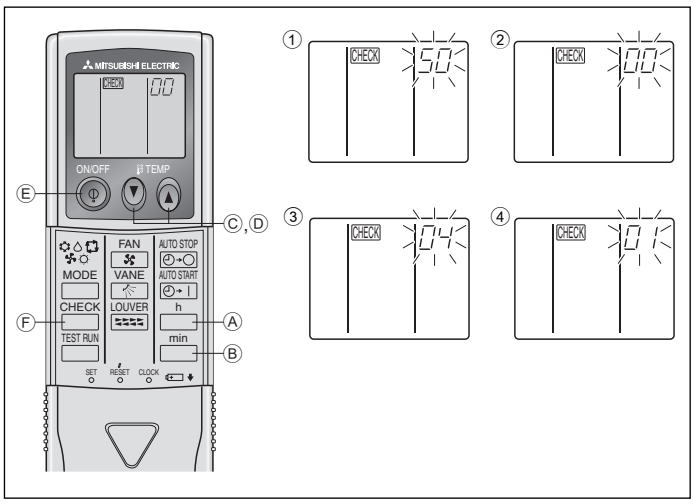

Fig. 6-9
⑧ Appuyer sur la touche MODE Ⓔ, les numéros de programmation et de mode (Ⅰ) et (Ⅱ) changeront et seront continuellement affichés, et les détails de la programmation pourront être confirmés.
⑨ Appuyer simultanément sur les touches FILTER Ⓐ et TEST RUN Ⓑ pendant au moins 2 secondes. L'écran de sélection des fonctions apparaît momentanément, et l'affichage d'arrêt du climatiseur apparaît.
2) Pour la télécommande sans fil (Fig. 6-9)